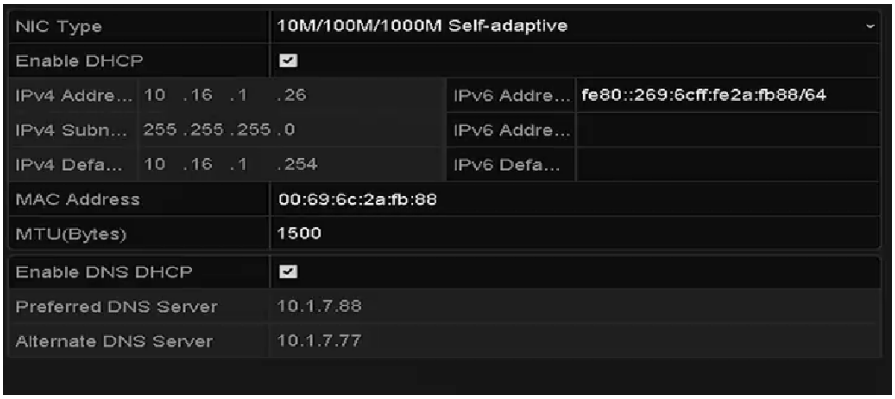

Figure 11-15 Network Settings Interface
Step 2 Set the IPv4 Address, IPv4 Subnet Mask, IPv4 Gateway and the Preferred DNS Server in the Network Settings menu, as shown in Figure 11-15.